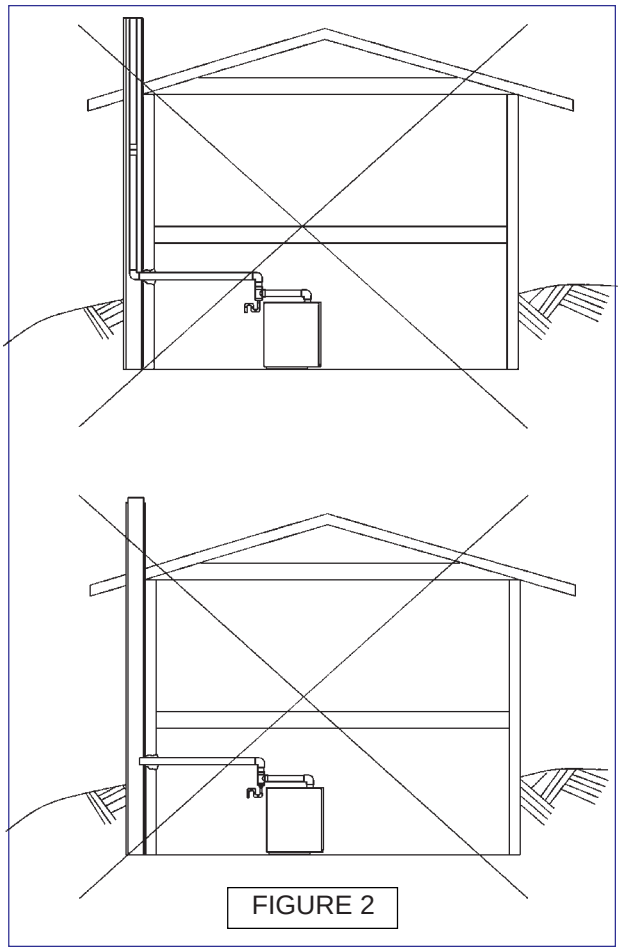

FIGURE 2
C. Les tuyaux de ventilation et les raccords NE DOIVENT PAS passer dans, à travers, ou à l'intérieur d'un autre tuyau, tel qu'une cheminée en maçonnerie déjà existante ou une cheminée préfabriquée. (L'installation qui est recommandée est démontrée à la figure 1 en page 3, l'installation qui est démontrée à la figure 2 en page 3 n'est pas acceptable).